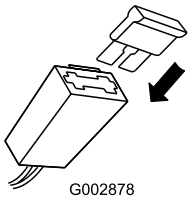

Figuur 8
2. Plaats de zekering in de zekeringhouder zoals wordt getoond (Figuur 8).